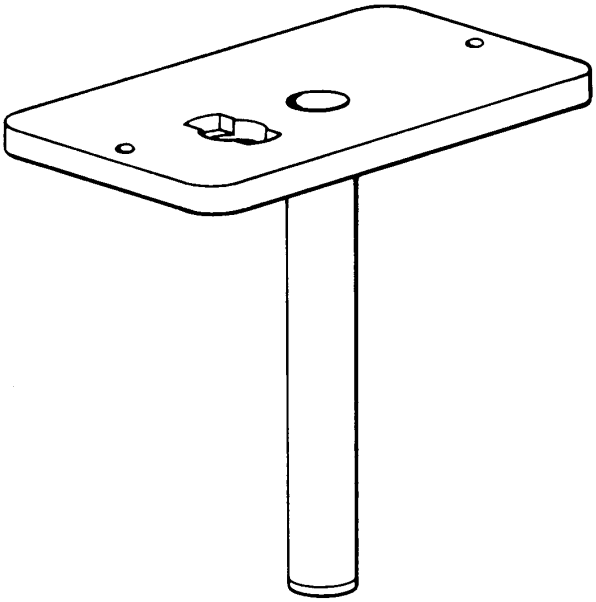

Figure 4. 6799969 Accessory Main Drive Shaft Protector
p. If accessory main drive shaft is not to be removed, install 6799969 protector (figure 4) on accessory drive housing.
(2) Remove and disconnect parts as described in paragraphs a. thru m. of step 1.
(3) Remove accessory drive housing from air inlet housing by lowering onto a dolly, and install 6799969 protector on main drive shaft (figure 4).
(4) Place accessory drive housing and attached components on a bench.